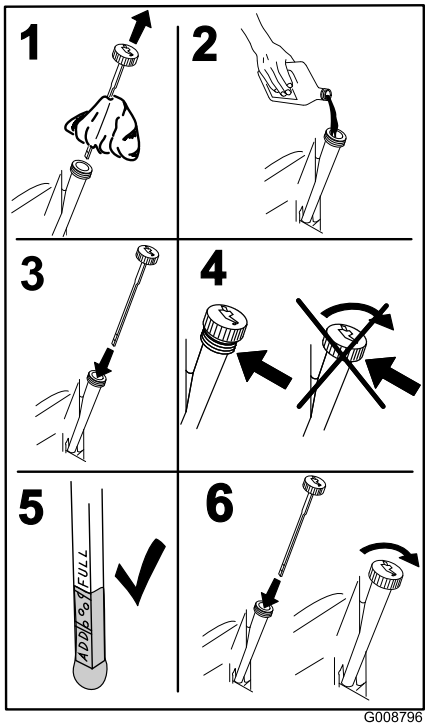

Figure 51
5. Versez lentement environ 80% de l'huile spécifiée dans le tube de remplissage puis faites l'appoint lentement jusqu'à ce que le niveau atteigne le repère du plein (**Full**) (Figure 51).